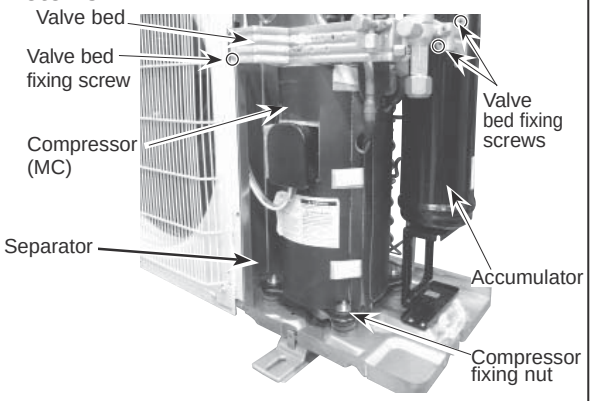

Figure 3
(3) Remove 2 front cover panel fixing screws (5 × 12) and remove the front cover panel. (See Photo 3)
(4) Remove front panel fixing screws, 5 (5x12) and 2 (4 x 10) and remove the front panel. (See Photo 3)
(5) Remove 4 back cover panel fixing screws (5 × 12) and remove the back cover panel.
(6) Remove the electrical parts box. (See Photo 4)
(7) Remove the valve bed. (Refer to procedure 8 (4))
(8) Remove the cover panel (front). (Refer to procedure 8 (5))
(9) Remove the cover panel (rear). (Refer to procedure 8 (6))
(10) Remove the right side panel. (Refer to procedure 8 (7))
(11) Remove 3 separator fixing screws (4 × 10) and remove the separator. (See Figure 3)
(12) Recover refrigerant.
(13) Remove the 3 compressor fixing nuts for motor using spanner or adjustable wrench.
(14) Remove the welded pipe of motor for compressor inlet and outlet and then remove the compressor.